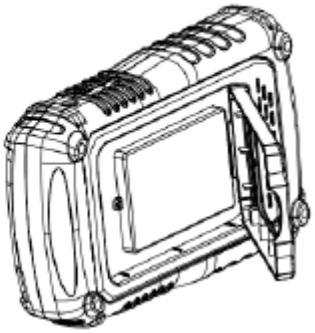

Figure 2
2. Ziehen Sie das Stützbein heraus und nehmen Sie den Batteriefachdeckel ab. WieWie in Abbildung 2 dargestellt.